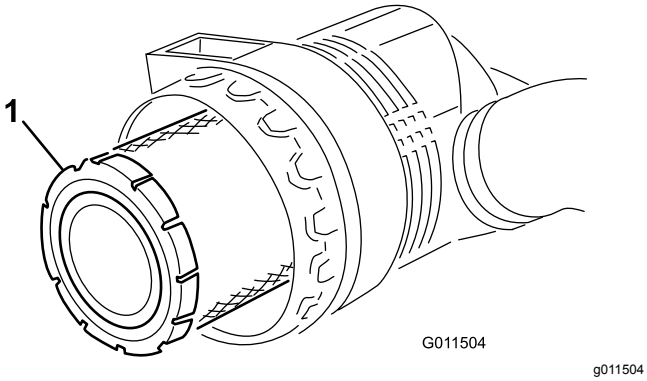

Figuur 46
4. Verwijder het voorfilter (Figuur 46).
7. Plaats het voorfilter terug (Figuur 46).